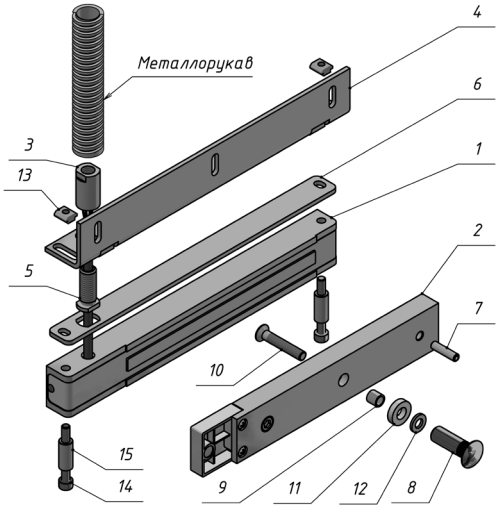

Рисунок 1 – Комплект поставки замка
5.6 Винт крепления якоря (поз.10 рис.1) необходимо затянуть с усилием, достаточным для исключения его отворачивания в процессе эксплуатации. Рекомендуется ставить винт на стопорящий герметик типа «Анатерм» или на нитрокраску НЦ.